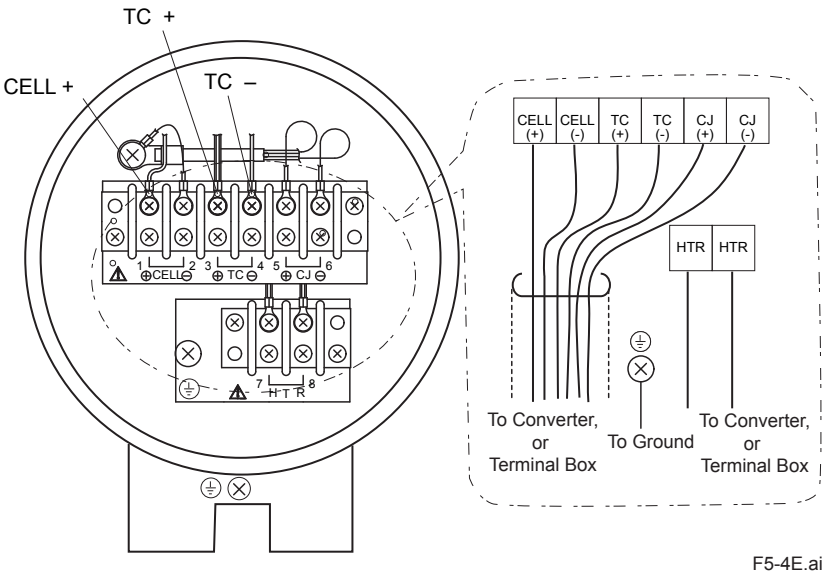

Figure 5.4 Detector Terminals
(1) Install a conduit or cable gland appropriate to the specified screw size to the cable inlet of a detector. Allow for the sufficient length of a cable in case that the detector needs to be removed for maintenance.
(2) If the ambient temperature around the wiring lines exceeds 75°C, a flexible metal conduit tube must be used. If an unshielded 600 V silicon rubber insulated glass fiber braided wire is used, keep the wire away from noise sources to avoid noise interference.
(3) Figure 5.4 shows the layout of the detector terminals.